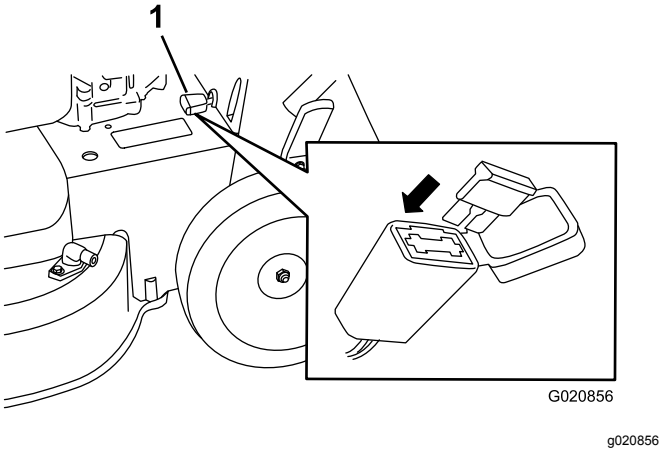

Figur 36
1. Åpne den forseglede sikringsholderen, og bytt ut sikringen (Figur 36).